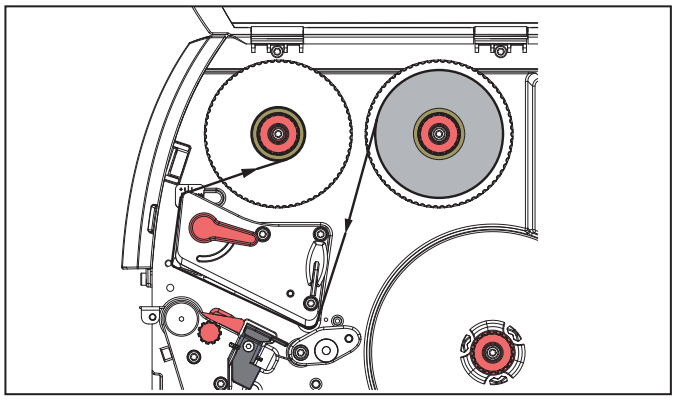

Afbeelding 6.4 Loop van de transferfolie
► Draai de hendel (6) linksom om de printkop op te tillen.
► Schuif de transferfolierol (1) zodanig op de afwikkelaar (2) dat de gekleurde laag van de folie bij het afwikkelen naar beneden wijst.
► Positioneer de transferfolierol (1) zodanig op de afwikkelaar dat de schaalwaarden aan beide zijden van de rol identiek zijn.
► Houd de transferfolierol (1) vast en draai de draaiknop van de afwikkelaar (3) linksom, totdat de transferfolierol gefixeerd is.
► Schuif een geschikte transferfoliekern (4) op de transferfolieopwikkelaar (5) en fixeer deze op dezelfde manier.
► Leid de transferfolie door de printmodule, zie Afbeelding 6.4.
► Fixeer het begin van de transferfolie met een kleefstrook aan de transferfoliekern (4). Let er daarbij op dat de rotatierichting van de transferfolieopwikkelaar linksom is.
► Draai de transferfolieopwikkelaar (5) linksom, om de loop van de transferfolie recht te trekken.
► Draai de hendel (6) rechtsom om de printkop te vergrendelen.